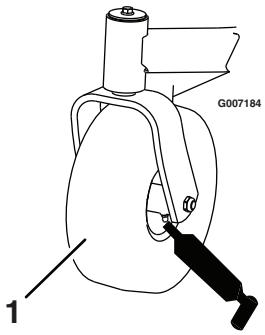
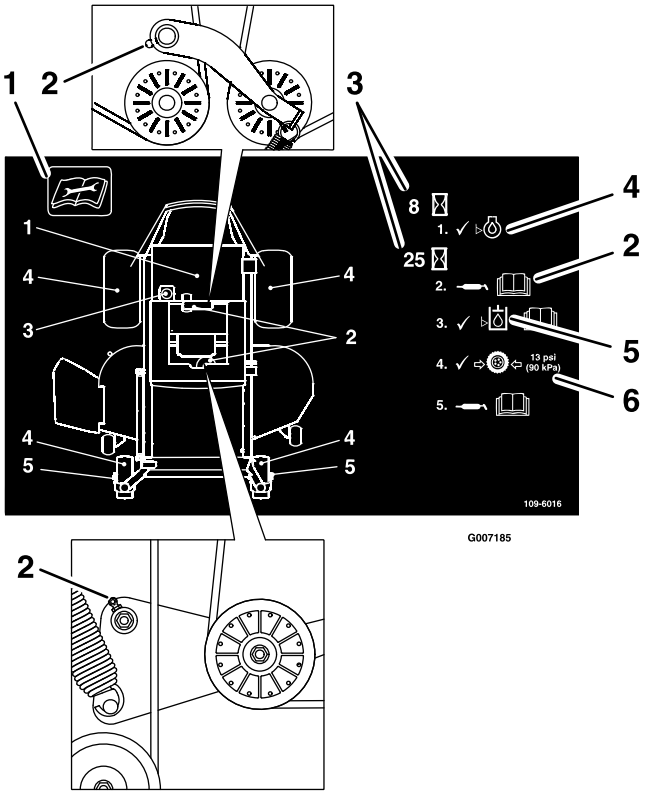

Figuur 28
Figuur 29
Smeer de draaipunten van de voorste zwenkwielen en de wielen (Figuur 28).
3. Reinig de smeernippels (Figuur 28 met Figuur 29) een doek. Indien nodig verf van de voorkant van de nippels afkrabben.
4. Zet telkens een smeerpistool op een nippel (Figuur 28 en Figuur 29). Spuit vet in de nippels totdat er nieuw vet bij de lagers naar buiten komt.